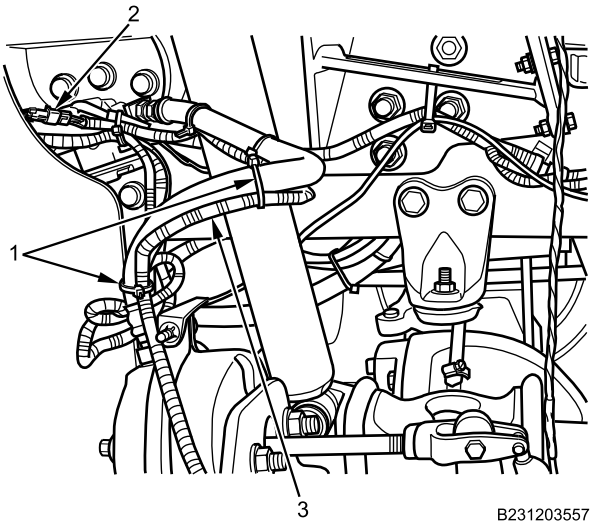

Figure 3. Cable Lock Straps.
4. Remove and discard all cable lock straps (Figure 3, Item 1) from ABS harness (Figure 3, Item 3).
5. Disconnect ABS sensor connector (Figure 3, Item 2).
6. Remove ABS sensor harness (Figure 3, Item 3).